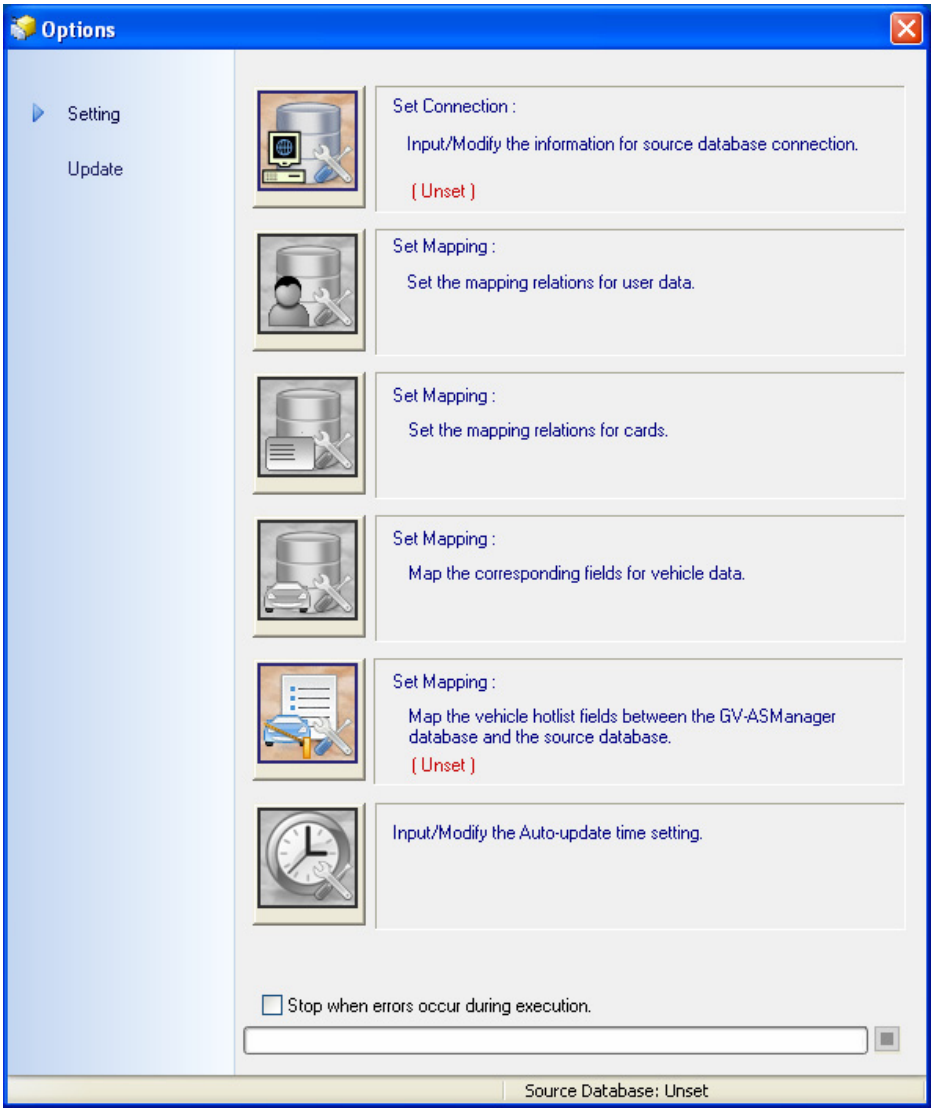

Figure 15-4
1. Click the **Set Connection** button on the Options dialog box (Figure 15-4). The Source Database dialog box appears.
7. Click the **Update Cardholder Data manually** button in the Options dialog box (Figure 15-4) to convert the cardholder data from the source database to the GV-ASManager database immediately.
8. Click the **Update Card Data manually** button in the Options dialog box (Figure 15-4) to convert the card data from the source database to the GV-ASManager database immediately.
9. To update the database automatically later, click the **Input/Modify the Auto-update time setting** button in the Options dialog box (Figure 15-4) and specify the time in minutes.
1. Click the **Set the mapping relations for cardholders** button in the Options dialog box (Figure 15-4). This window appears.
1. Click the **Set the mapping relations for cards** button in the Options dialog box (Figure 15-4). This window appears.
1. Click the **Update Cardholder Data manually** button in the Options dialog box (Figure 15-4) to convert the cardholder data from the source database to the GV-ASManager database immediately.
2. Click the **Update Card Data manually** button in the Options dialog box (Figure 15-4) to convert the card data from the source database to the GV-ASManager database immediately.
3. To update the database automatically later, click the **Input/Modify the Auto-update time setting** button in the Options dialog box (Figure 15-4) and specify the update time.